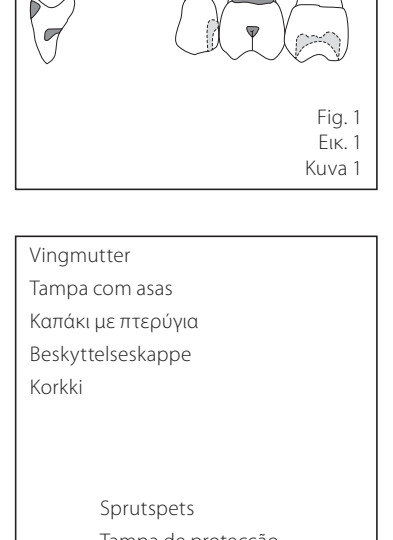

Fig. 1 Εικ. 1 Kuva 1
9. Supplement til kompositrestaureringer. (Fig. 1)
9. Kompliment till kompositrestaureringar. (Fig. 1)